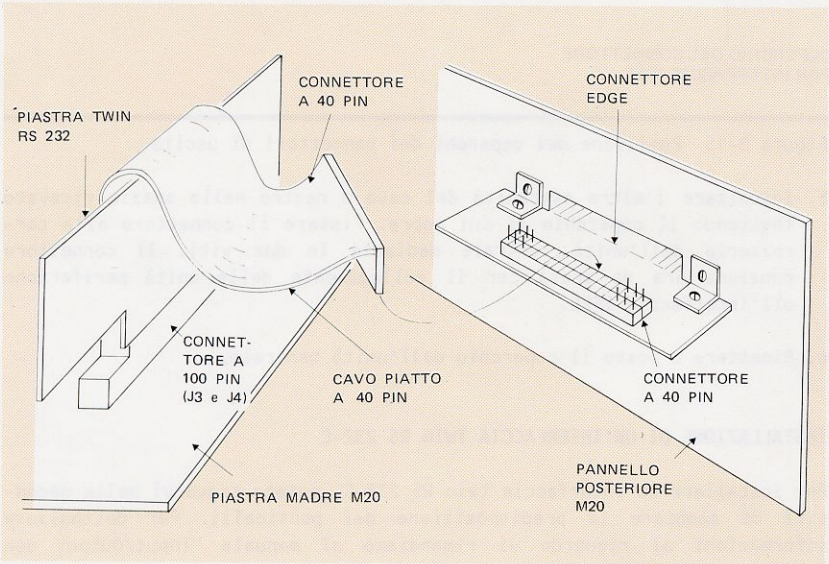

Figura B-16 Installazione dell'interfaccia twin RS 232-C
4. Usando le due viti, fissare la terminaliera (vedere Figura B-16) sul retro dell'unità centrale nello spazio ricavato rimuovendo il coperchio di cui sopra.
5. Inserire un'estremità del cavo a nastro piatto nella piastra twin RS 232-C (vedere Figura B-16).